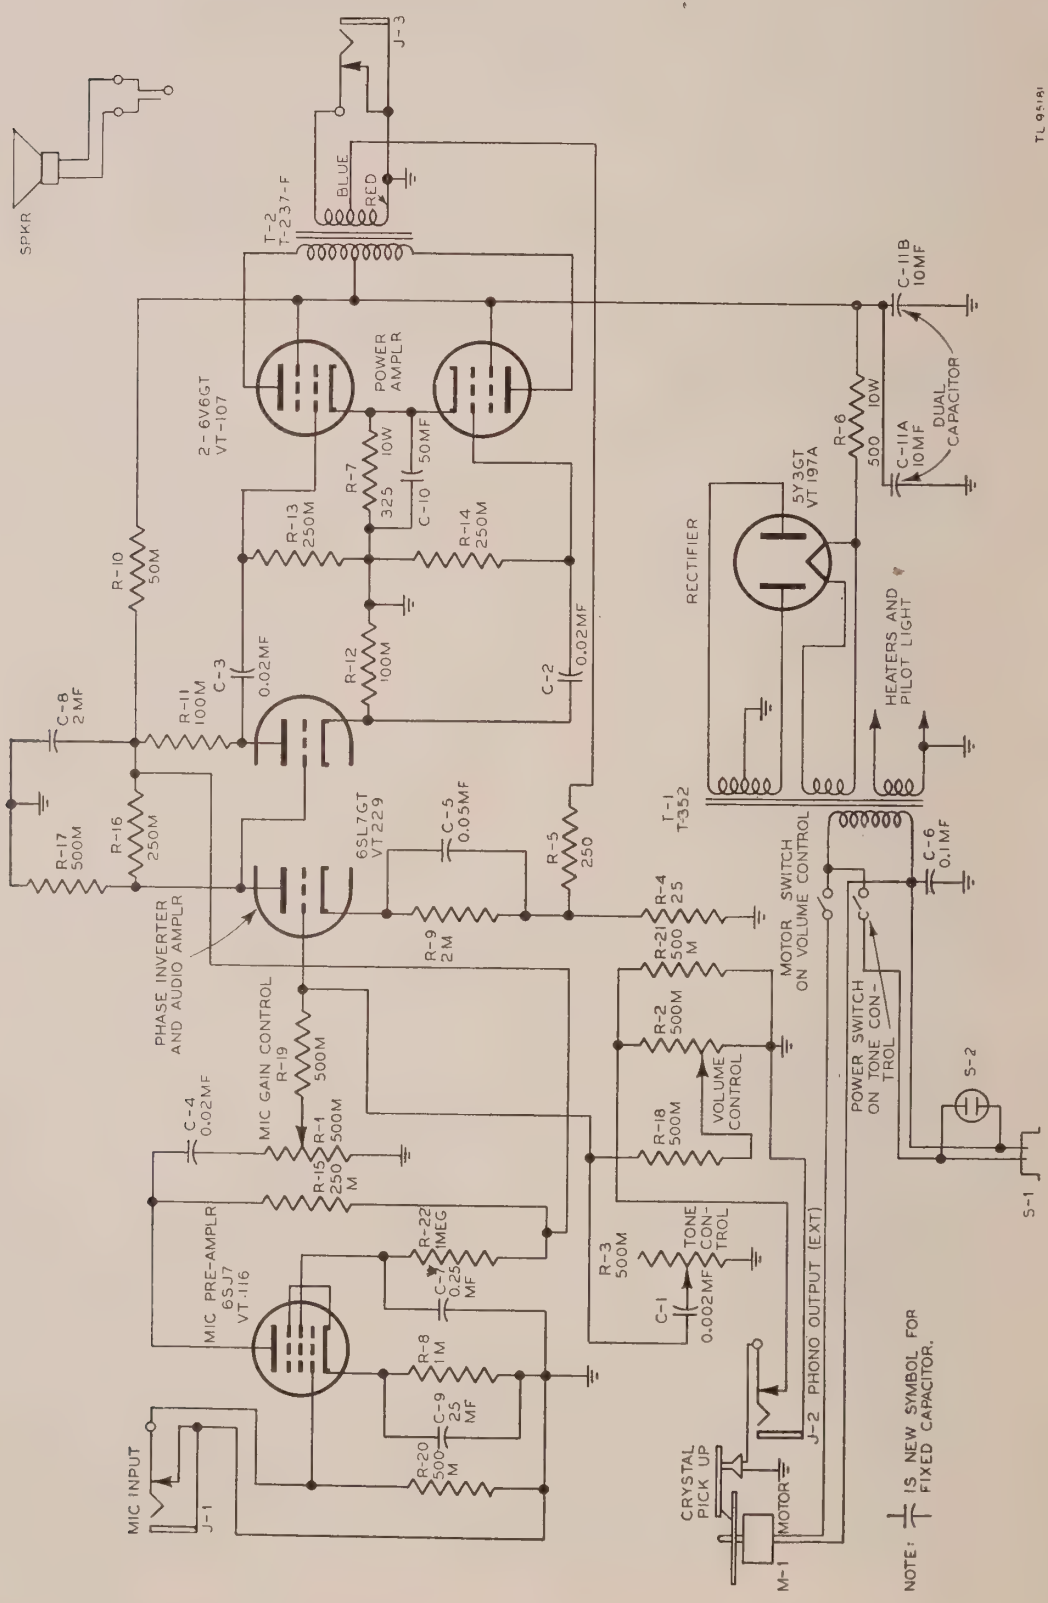

Figure 14. Schematic diagram for reproducer.
fying the output of the microphone. The desired signal voltage is obtained by varying potentiometer R-1 (MIC GAIN CONTROL) (fig. 14), thus controlling the signal voltage fed through resistor R-19 to the first audio stage from the pre-amplifier. The signal voltage from the pick-up arm is controlled by varying potentiometer R-2 (VOLUME CONTROL) (fig. 14), which is connected across the pick-up arm, and, with its movable contact, connected through resistor R-18 to the grid of Tube JAN-6SL7GT (VT-229).
(2) Complete schematic diagram (fig. 14).